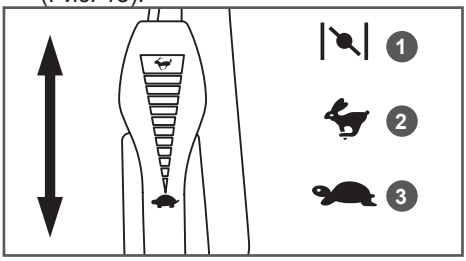
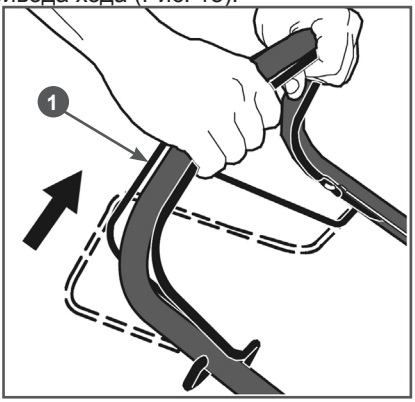

Рис. 15 Положения рычага газа (вид сверху)
Рис. 18 Включение привода хода
2. Для запуска двигателя закройте воздушную заслонку карбюратора, для этого переведите рычаг газа 7 (Рис. 1) в положение «1» (вперёд до упора) (Рис. 15).
5. После запуска двигателя переведите рычаг газа в положение «3» (Рис. 15) и прогрейте двигатель на холостых оборотах в течение 30 секунд.
После запуска прогретого двигателя работу можно начинать сразу, для этого переведите рычаг газа в положение «2» (Рис. 15).
2. Рычагом газа переведите двигатель в режим холостого хода (переведите рычаг газа в положение 3 (холостых оборотов) (Рис. 15)
В соответствии с разделом ЗАПУСК ДВИГАТЕЛЯ запустите двигатель и прогрейте его. После прогрева двигателя установите рычаг газа в положение 2 (максимальные обороты) (Рис. 15), затем включите привод хода, нажав рычаг 1 включения привода хода (Рис. 18).
Скашивание необходимо производить только на максимальных оборотах двигателя (рычаг газа в положении 2 (Рис. 15)). Уменьшение оборотов двигателя для снижения скорости движения газонокосилки допускается только на короткое, непродолжительное время. Постоянная работа двигателя газонокосилки на средних и холостых оборотах с целью уменьшения скорости движения газонокосилки (или возможной экономии топлива) запрещается. В противном случае, это приведет к скоплению нагара в камере сгорания, на поверхностях поршня и головки цилиндра, поршневых кольцах, выпускном клапане и глушителе. Также может произойти залегание поршневых колец, зависание выпускного клапана. Кроме этого, из-за недостаточной скорости лопастей и лезвий ножа снижается мощность создаваемого лопастями ножа воздушного потока и эффективность срезания и выброса травы, что может привести к ухудшению производительности скашивания, забиванию деки газонокосилки травой и увеличению нагрузки на двигатель. Выход двигателя газонокосилки из строя по всем вышеперечисленным причинам не будет являться гарантийным случаем.